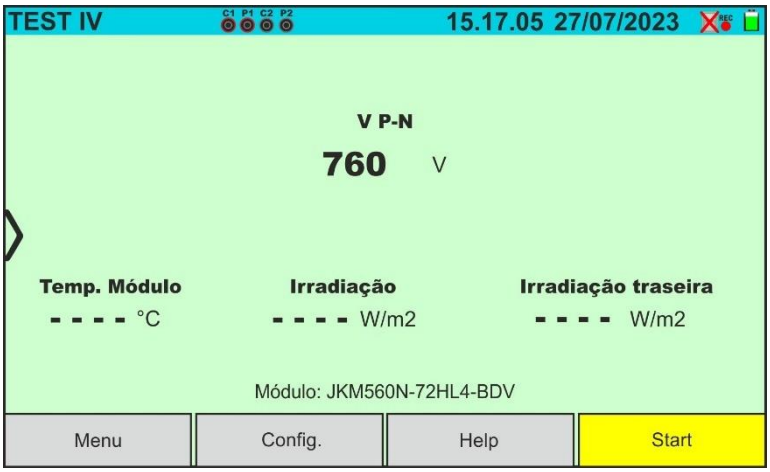

Fig. 52: Ecrã da curva I-V com SOLAR03 em registo síncrona em módulos Bifaciais
11. No caso dos módulos **Bifaciais**, o ecrã da Fig. 52 é apresentado no visor. São apresentados os seguintes parâmetros: